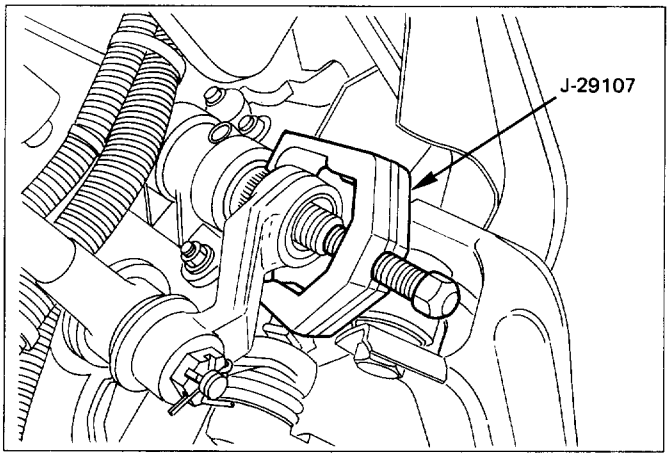

Fig. 3B1-7
4. **Coupling clamp bolt (Fig. 3B1-8)**